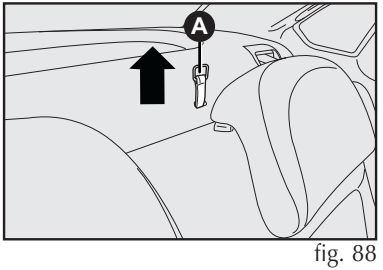

fig. 88
3) Desengatar o encosto, acionando os puxadores para cima (dois puxadores na cobertura do porta-malas) **A-fig. 88** no sentido da seta liberando o encosto do engate.